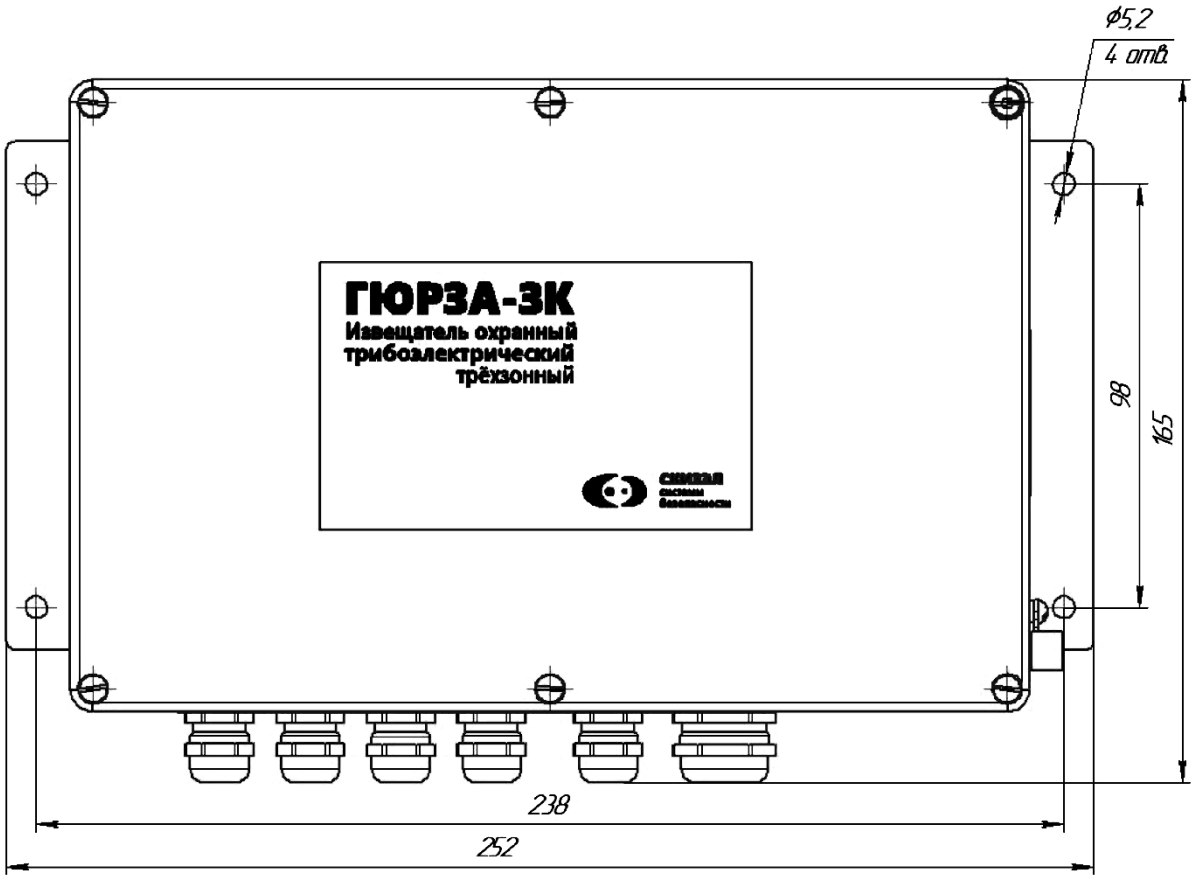

Рисунок 4.1
– произвести разметку под отверстия для крепления БОС (рисунок 4.1);